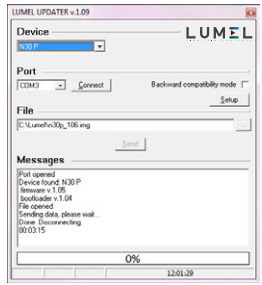

Fig. 13. The view of program window: a) LPCon, b) **L**umel **U**pdater (LU)
After LPCon has been started, one ought to set serial port, baut rate, mode and the transducer address in *Options*. Then choose the N30H meter from the menu *Devices* and click the icon *Read* in order to read all set parameters (necessary for their later restoration). After selecting from the menu *Updating* the option *Device software updating*, the Lumel Updater (LU) window opens – Fig. 13 b. Press *Connect*. The information window *Messages* contains information on the updating process. At the correctly opened port, the message *Port opened* displays.